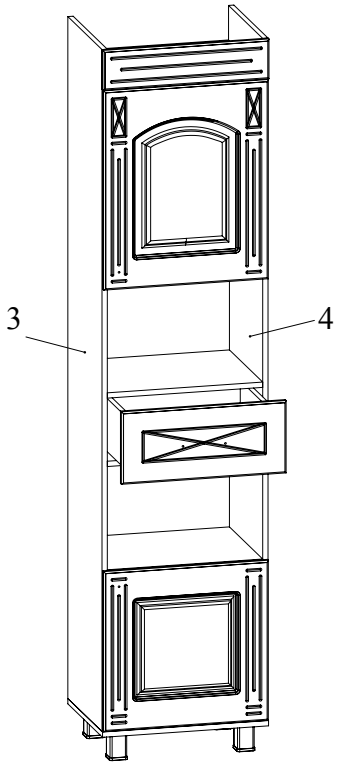

Рис.15
22. Ящик установить на направляющие боковин 3, 4 (Рис. 15).